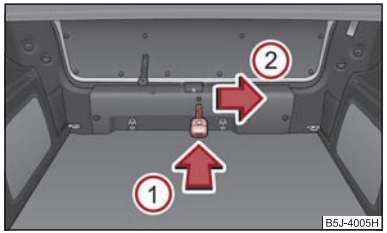

Fig. 30 Desbloqueo de emergencia de la tapa de maletero
– Presione con la ayuda de un objeto afilado, por ejemplo un destornillador, la palanca de mando hasta el tope en dirección de la flecha (1) ⇒ fig. 30 y desbloquee en dirección de la flecha (2).